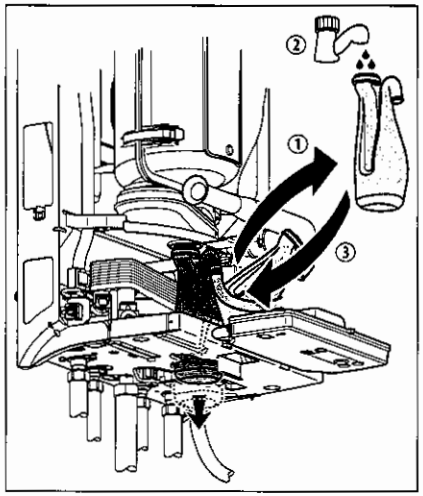

afb. 11 Sifon met water vullen
- Trek de sifon uit de mof met de lippakking naar beneden weg en trek deze uit de afvoer (afb. 11).